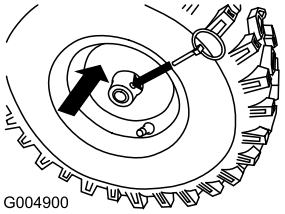

Bild 5
8. Schieben Sie die Räder nach innen und setzen Sie die Achszapfen durch das Loch in der Radnabe sowie durch das **äußere** Loch in der Achse (Bild 5).